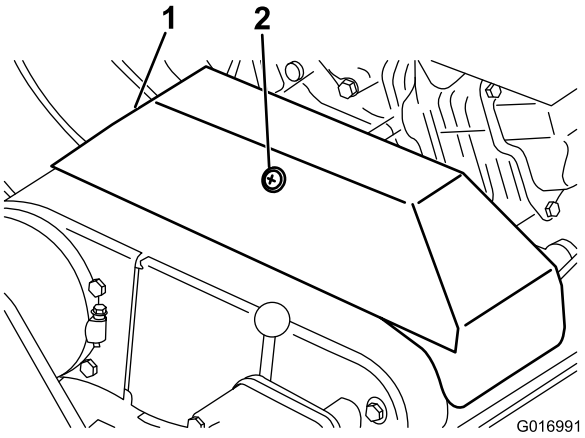

**Figur 39**
2. Løsn den holder, som fastgør kileremskærmen, og drej for at åbne skærmen (Figur 39).